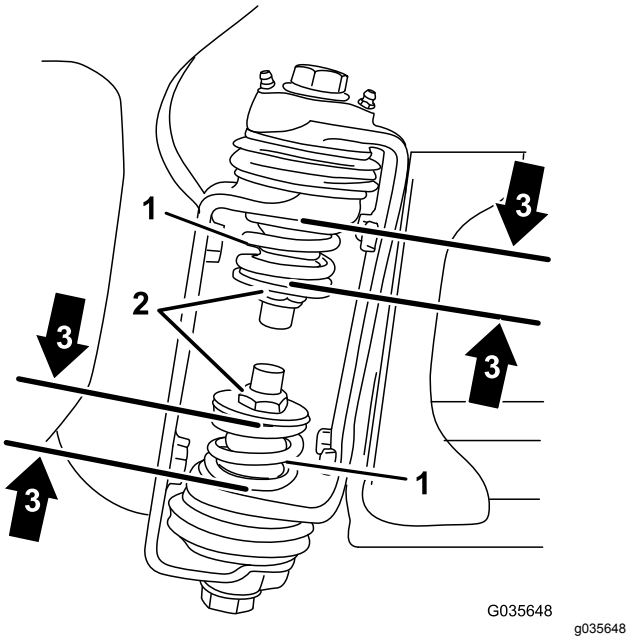

Figuur 4
3. Meet bij het spuitboomscharnier de compressie van de bovenste en de onderste veren als de spuitbomen zijn uitgeklapt (Figuur 4).